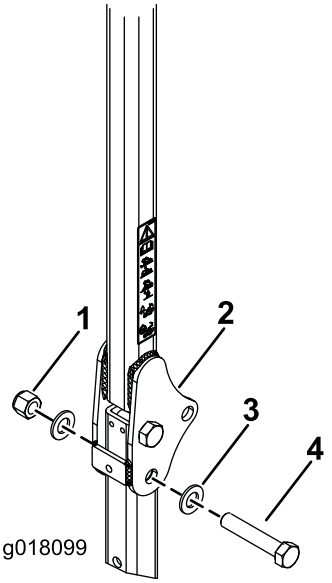

Figura 13
3. Insira uma anilha (13/16 pol. x 1½ pol.) em cada parafuso (¾ pol. x 4 pol.) como se mostra na Figura 13.